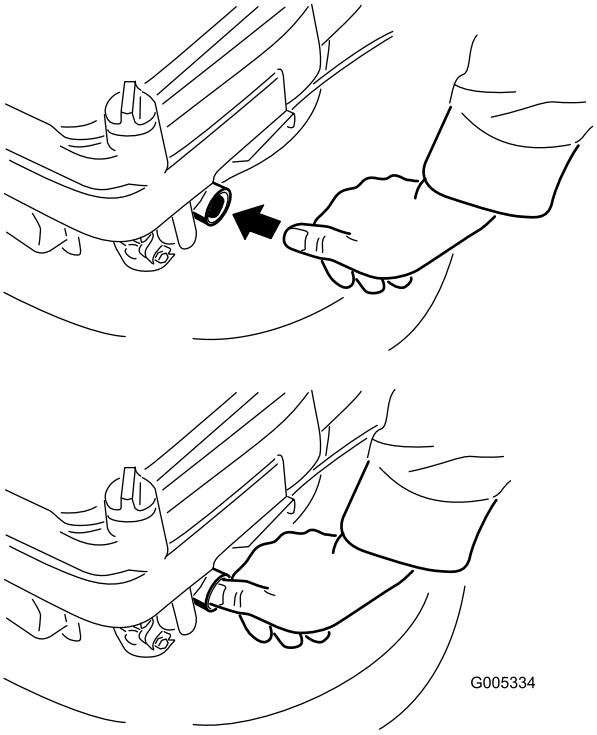

Figur 12
2. Tryck in knappen ordentligt med tummen en gång (Figur 12).